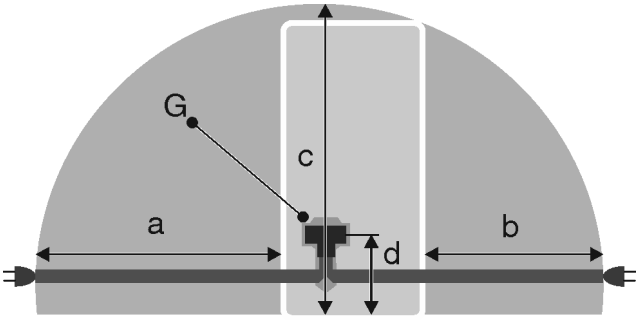

*Fig. 35**
- Η πρίζα δεν βρίσκεται πίσω από τη συσκευή, αλλά στις περιοχές a ή b *Fig. 35 (a, b, c)*.
▶ Εισάγετε το φις της συσκευής *Fig. 35 (G)* στην πίσω πλευρά της συσκευής. Βεβαιωθείτε ότι έχει κουμπώσει σωστά.